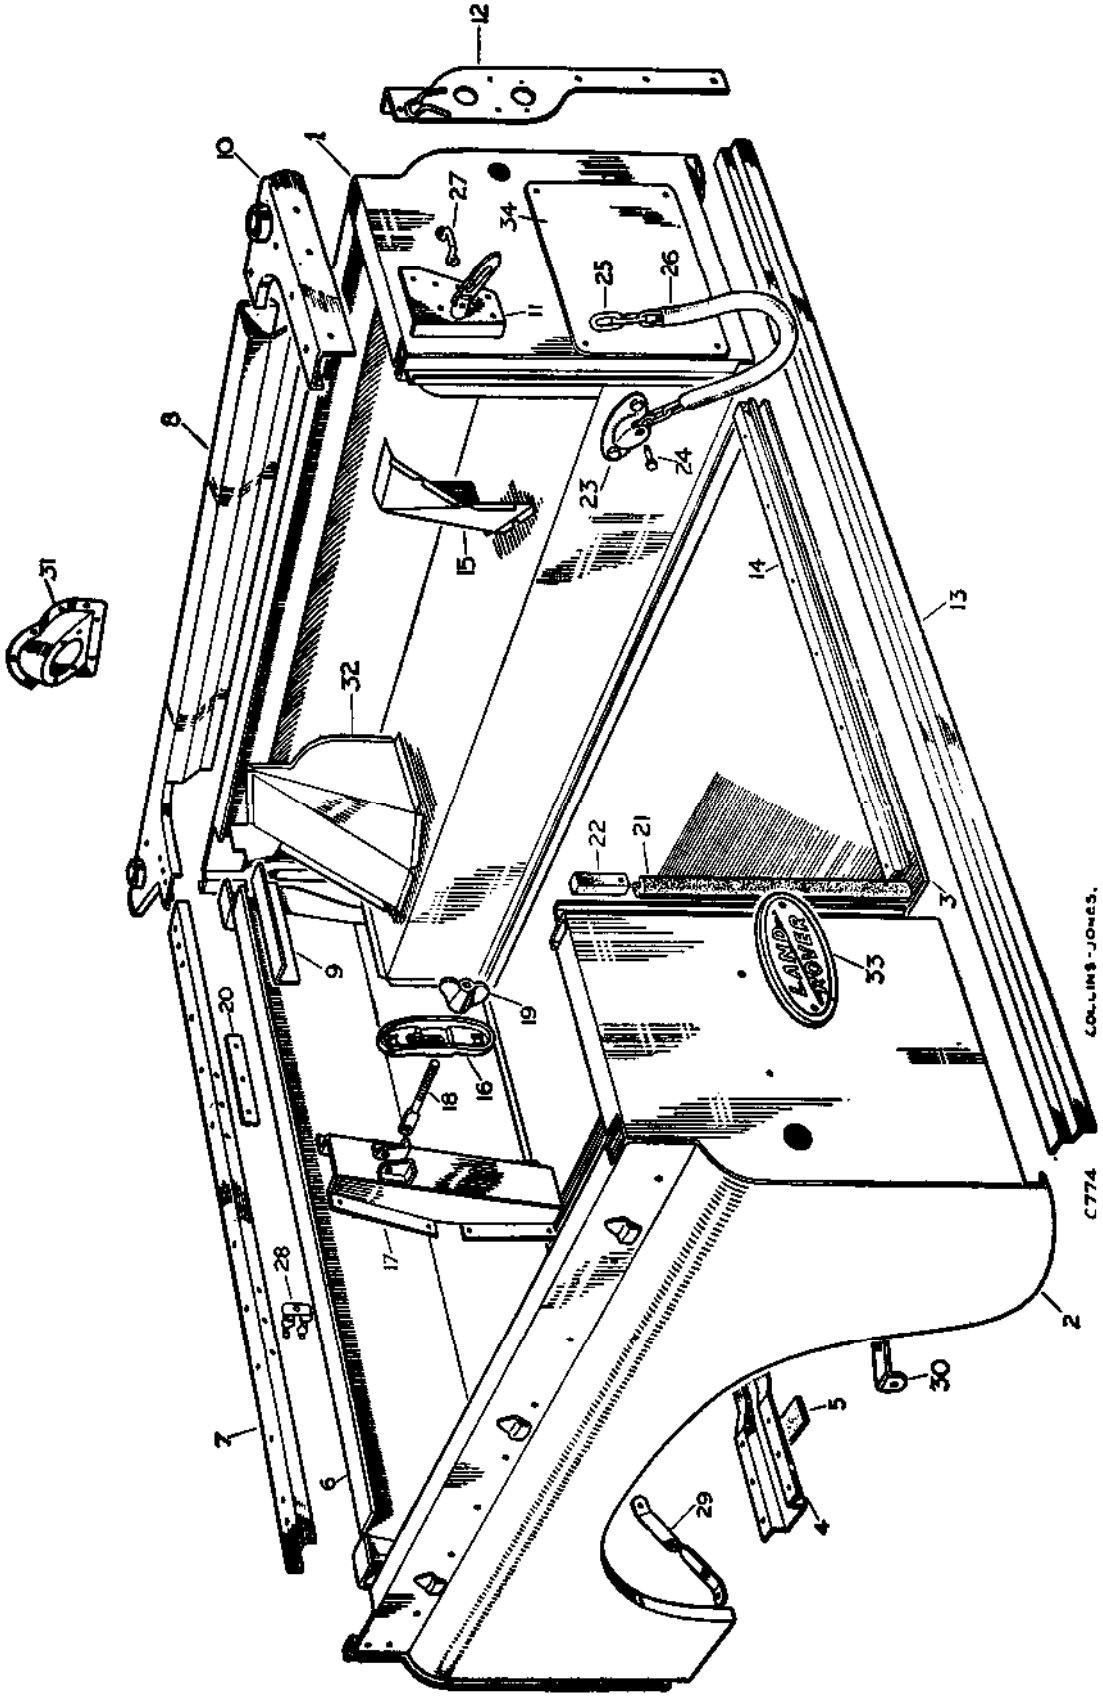

Fig. Q1-27. Layout of rear body unit, 88 models
**To remove** (Figs. Q1-27 and Q1-28)